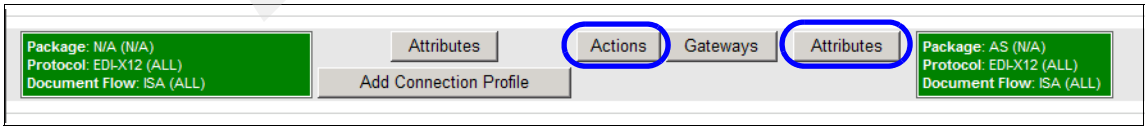

Figure 21-25 Configuring the third interaction
3. The third interaction is the N/A/EDI-X12/ISA to AS/EDI-X12/ISA connection (Figure 21-25). There is no additional configuration needed here. However, you might want to verify that the action is **Pass-Through**, and that the AS packaging attribute has **AS MDN requested** set to No. These should be set correctly from earlier examples in this redbook, but you can use the highlighted buttons in Figure 21-25 to confirm it.